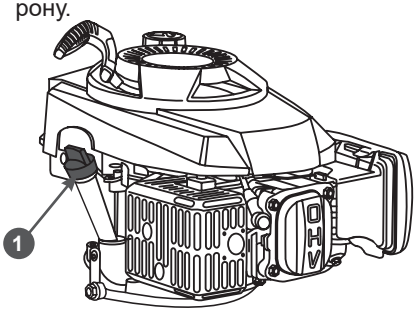

**Рис. 17 Крышка-щуп маслозаливной горловины**
5. Осторожно открутите крышку-щуп 1 (Рис. 17) маслозаливной горловины, протрите его насухо и отложите в сторону.